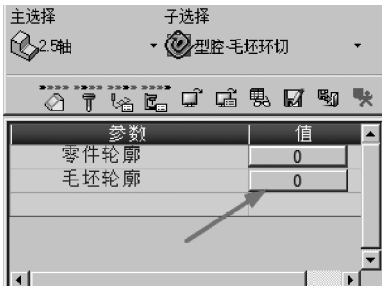

图 2-4　2.5 轴粗加工选择加工对象对话框
1.2节介绍了编制程序的流程，其中加工对象的选择是程序创建不可缺少的内容。2.5轴铣削加工选择的加工对象只有轮廓，钻孔加工的对象是孔的中心点，图2-4是2.5轴粗加工选择加工对象的对话框，零件轮廓代表加工部位的轮廓外形，它决定最终加工的极限位置，毛坯轮廓是初始毛坯的外形，它能对轨迹进行优化，单击箭头所示的按钮，即可进入轮